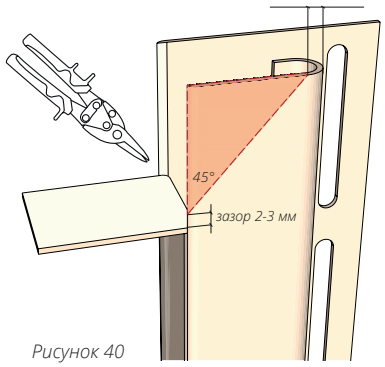

Рисунок 40
14.4 Если соединение лицевой части нужно сделать под 45°, подрежьте J-профиль согласно рис. 40.